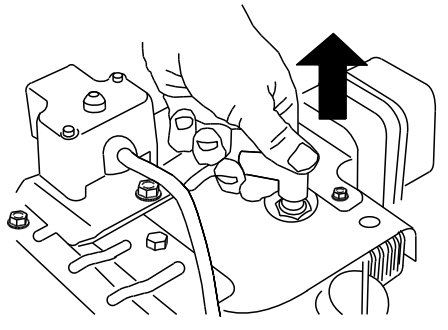

Figura 39
3. Staccate il cappellotto dalla candela (Figura 39).